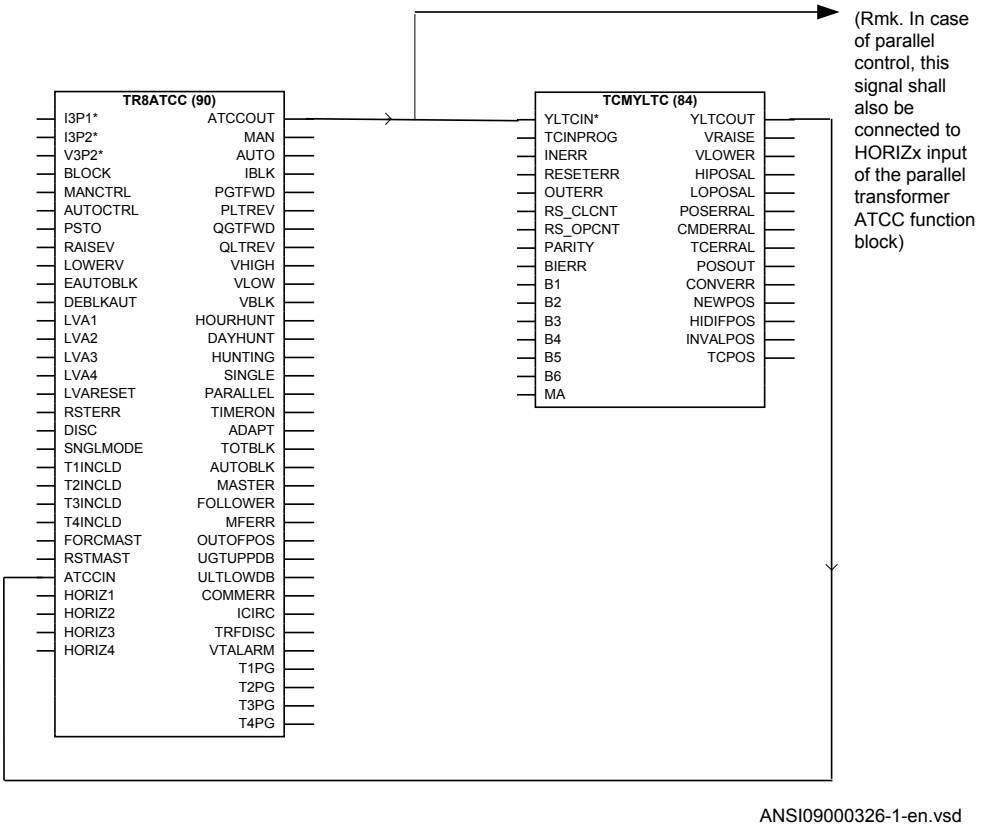

Figure 100: Connection between TR8ATCC (90) and TCMYLTC (84)
11.2.4.3 Connection between TR8ATCC (90) and TCMYLTC (84)
The two function blocks Automatic voltage control for tap changer, TR8ATCC (90) and Tap changer control and supervision, 6 binary inputs TCMYLTC (84) are connected to each other according to figure 100 below.
The TCMYLTC (84) function blocks has an output YLTCOUT. As shown in figure 100, this output shall be connected to the input ATCCIN and it contains 10 binary signals and 4 integer signals: